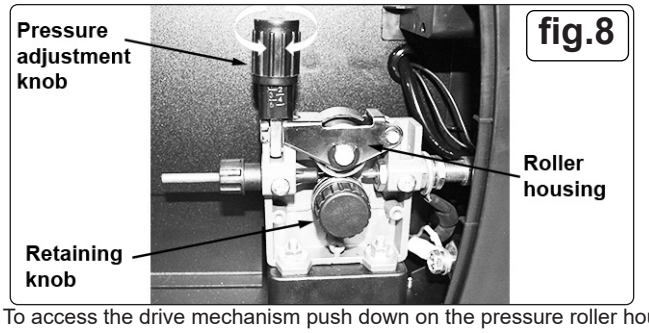

fig.8
6.4.1. To access the drive mechanism push down on the pressure roller housing (fig.8) and pull the pressure adjustment knob towards you and allow to it to rotate downwards (fig.9). Release the pressure roller housing allowing it to rotate up towards the right.
6.4.5. Push down the pressure roller onto the wire feed roller and hold it down then rotate the pressure knob upwards and into the housing until it snaps into position (fig.8).
NOTE: Turning the knob clockwise increases the pressure and turning anti-clockwise decreases the pressure (fig.8).
6.5. SETTING WIRE TENSION. Adjust the wire tension by rotating the wire tension knob. Turn clockwise to increase the tension and anticlockwise decrease the tension. See fig.8.
6.6. TURNING/CHANGING THE DRIVE ROLLER. (See fig.8) Ensure that the wire diameter (0.6/0.8mm) used is matched by the correct groove size in the drive wheel and the correct tip size on the torch as well as the correct torch liner. Failure to do so could cause the wire to slip and/or bind.
6.6.1. Referring to fig.8, open the wire feed mechanism by pushing the locking/wire tension knob down to the right allowing the pressure roller carrier to spring up revealing the feed roller.